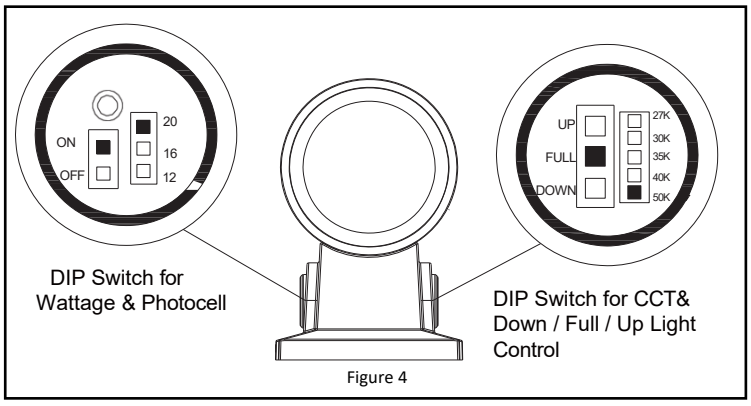

Figure 4
- Remove the knockout from the threaded hubs on both sides of the fixture. Set the wattage and photocell ON/OFF from one side and adjust the CCT and light direction from the other side. ***See Figure 4.***